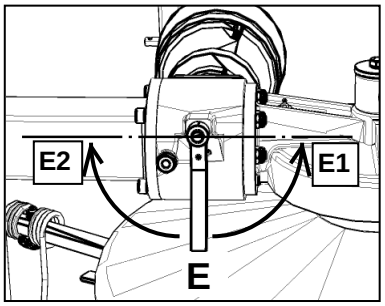

fig.6E
6. **Fig.6E** - Controllare che la leva dell'invertitore sia ruotata nella posizione **E1**.
6. **Fig.6E** - Verify that the lever of the reversing gear is rotated in the position **E1.**